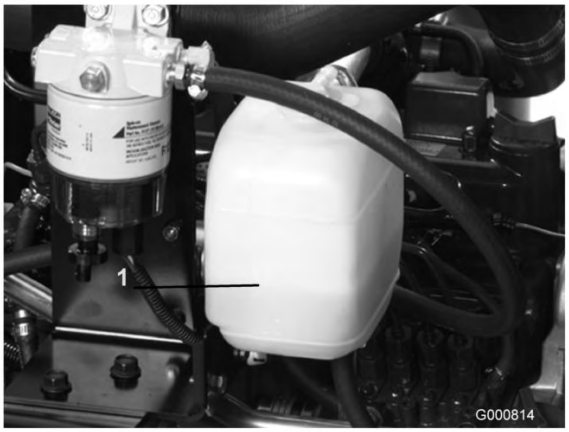

Figura 33
1. Retire cuidadosamente as tampas do radiador e do depósito de expansão (Figura 33).
2. Verifique o nível de líquido de arrefecimento no radiador e no depósito de expansão (Figura 33).